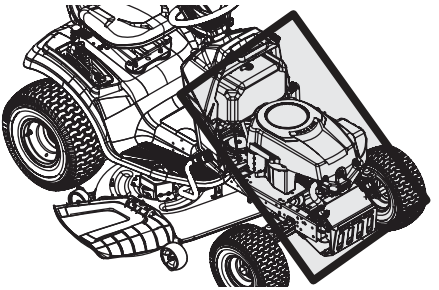

Fig. 32
- Limpie debajo del capó, incluyendo el colector de escape, alrededor de los fusibles, todo el cableado y mazos de cables, tubo del silenciador, protector del silenciador, filtros de admisión del motor y aletas de refrigeración, etc (Fig. 32).